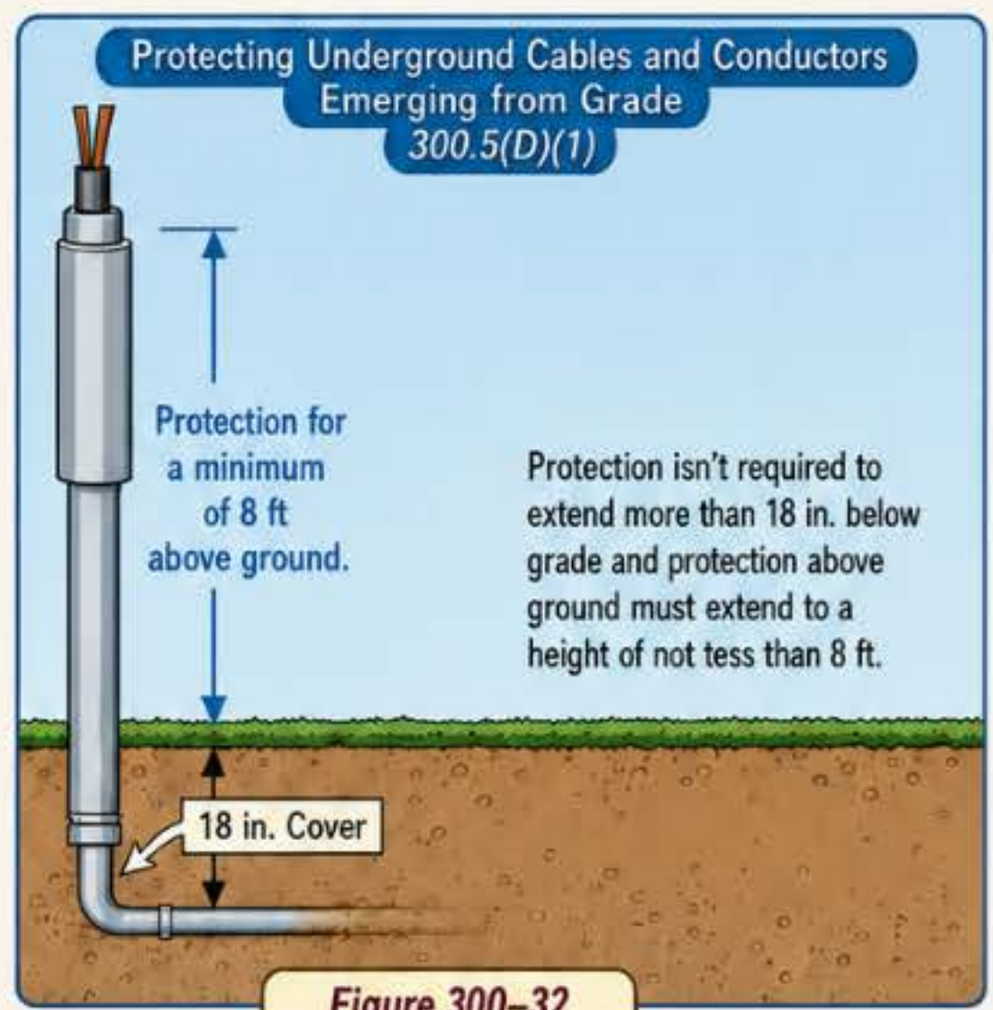

Figure 300–32
(2) Conductors Entering Buildings. Underground conductors and cables that enter a building must be protected at the point of entrance.
(3) Underground Service Conductors. Underground service conductors *must have their location identified by a warning ribbon placed in the trench at least 12 in. above the underground conductor installation.* ▶ ***Figure 300–33***